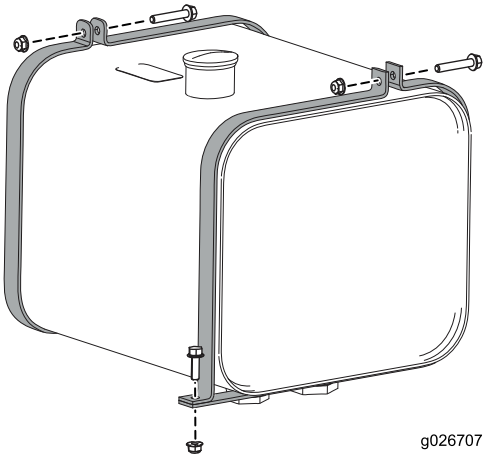

Figure 41
8. Desserrez les sangles du réservoir hydraulique et déposez le réservoir de la machine (Figure 41).